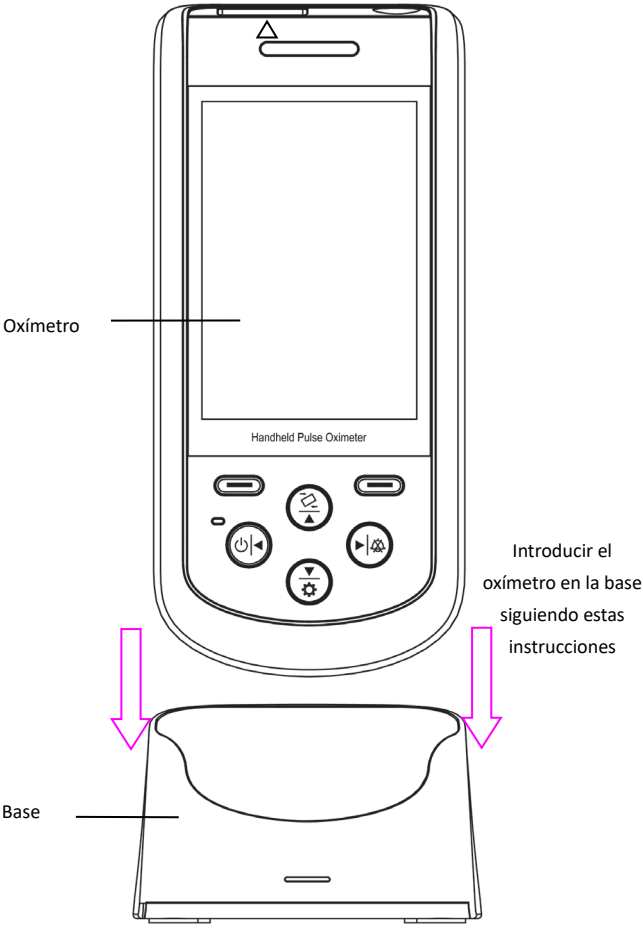

Figura 2.2 Conexión entre el oxímetro y la base
2) Colocar correctamente el dispositivo en la base, prestando atención a las marcas de polaridad, como se muestra en la figura 2.2.